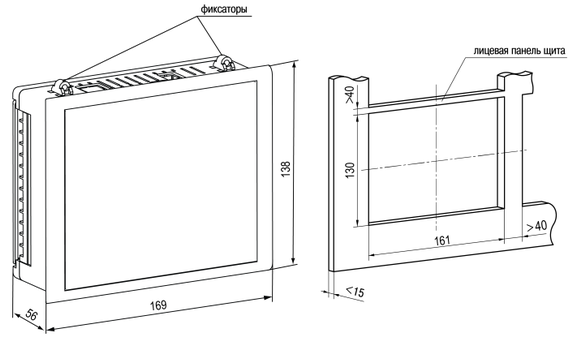

Рисунок 2 – Габаритные размеры корпуса Щ7
1. Подготовить на щите управления монтажный вырез для установки прибора (см. *рисунок 2*).